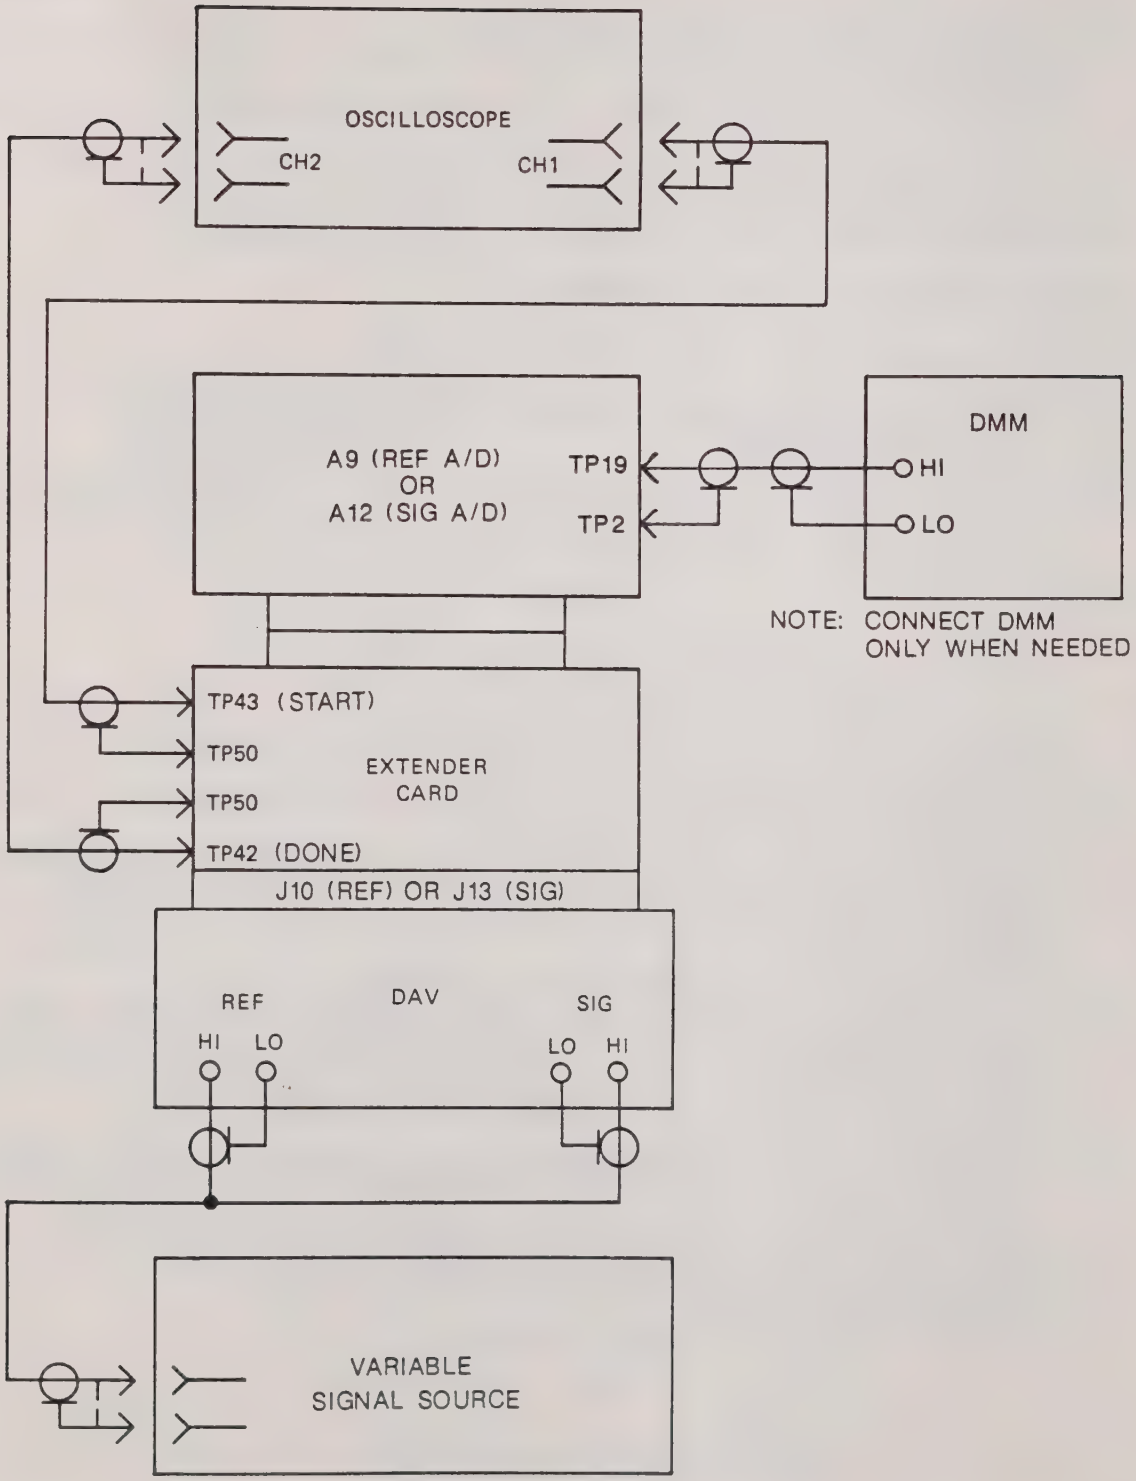

Figure 3-15. A/D Converter A9/A12 Timing Adjustment, Test Setup Diagram
1. Set up equipment as shown in figure 3-15.